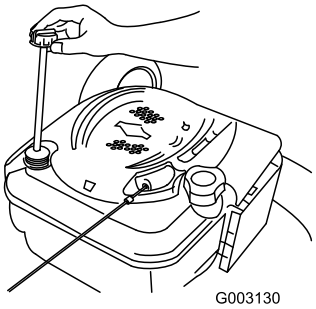

Figur 34
6. Tag målepinden ud af oliepåfyldningsrøret (Figur 34).